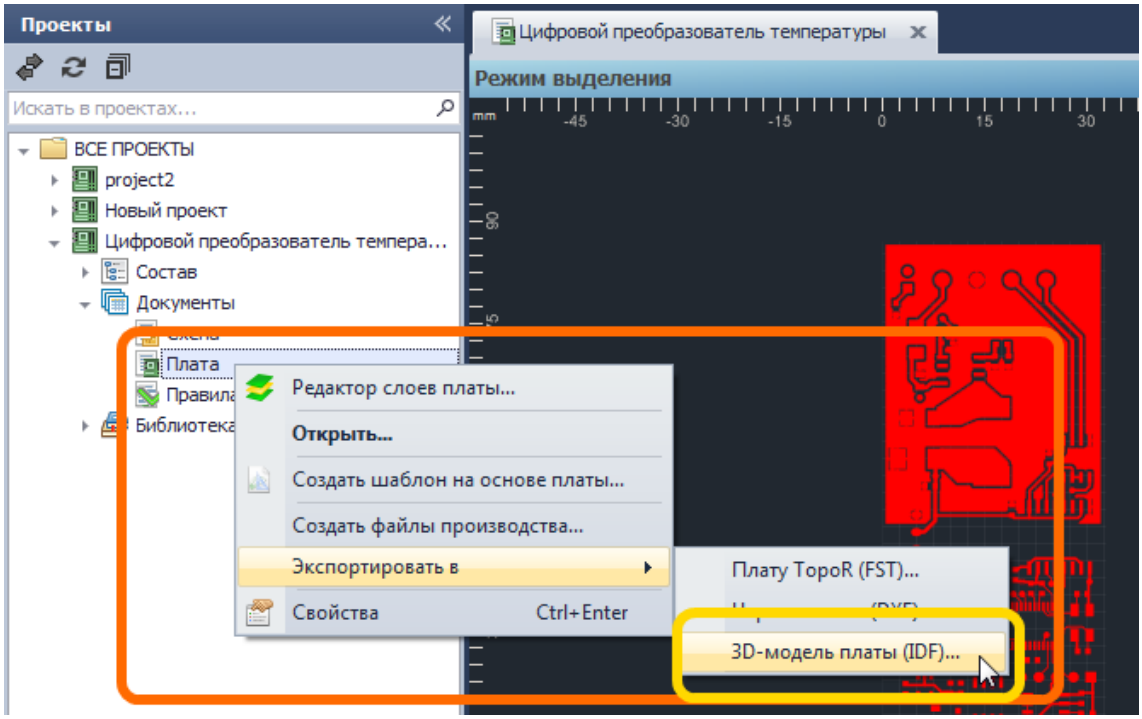

Рис. 384. Вызов экспорта 3d модели платы
2. На узле «Плата» вызвать контекстное меню и выбрать пункт «Экспортировать в». Далее, в выпадающем списке, выбрать пункт «3D-модель платы (IDF)», см. Рис. 384.